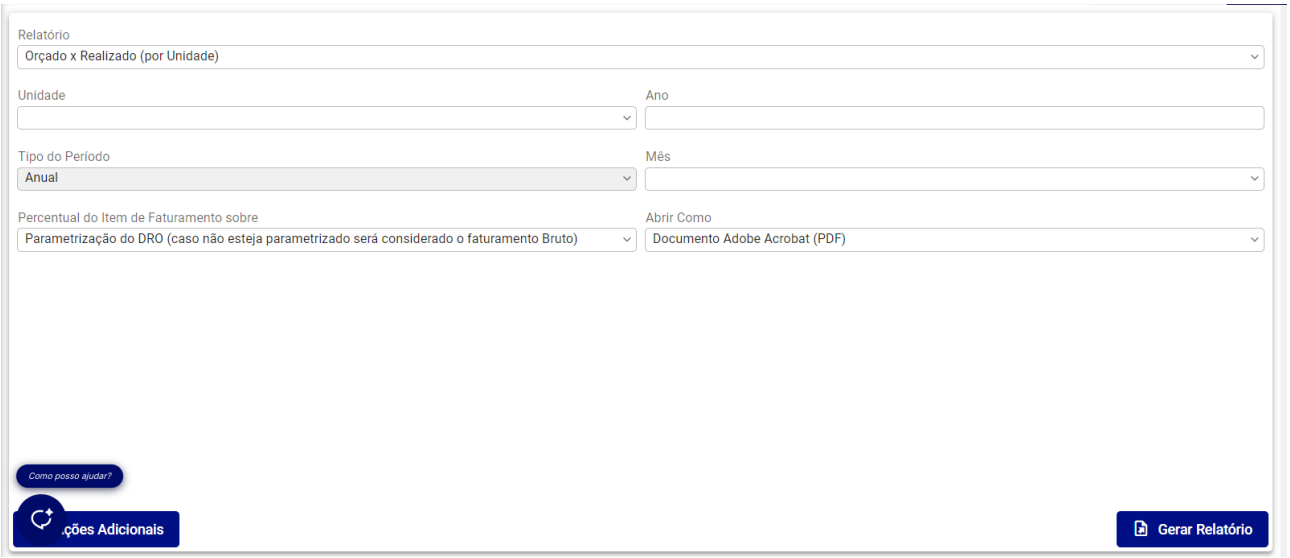

Figura 414: Formulário
1. Preencha o formulário (Figura 414) disponibilizado de acordo com as informações necessárias para emissão do documento.